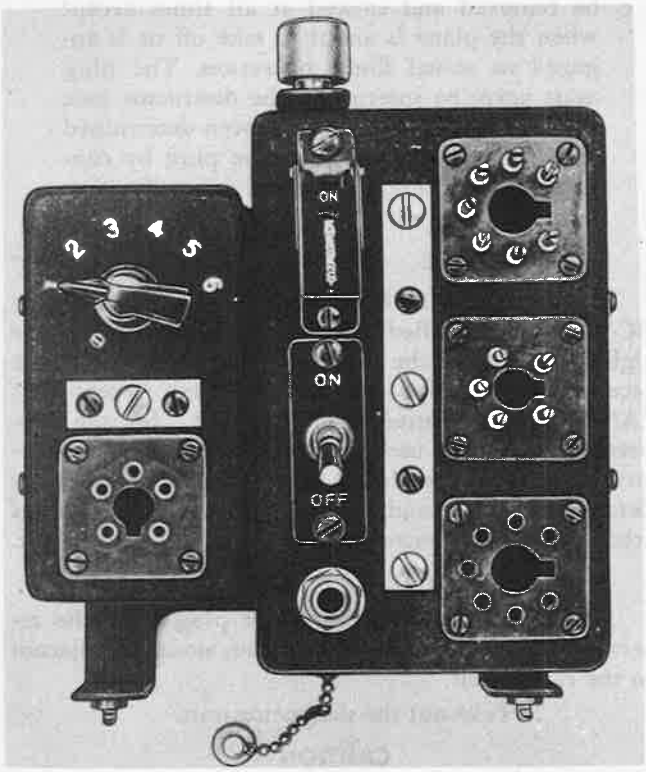

Figure 490—SCR-595-( ) or 695-( )
(3) CONTROL BOX UNIT. *(See figure 490.)*